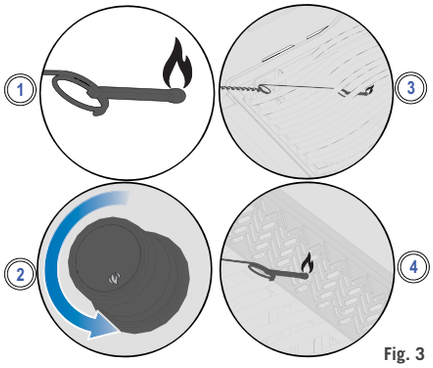

Fig. 3
2. Passer l'allumette allumée à travers les grilles de cuisson et saisir les plaques en tournant le brûleur correspondant le bouton de réglage est trop haut. (Fig. 3)